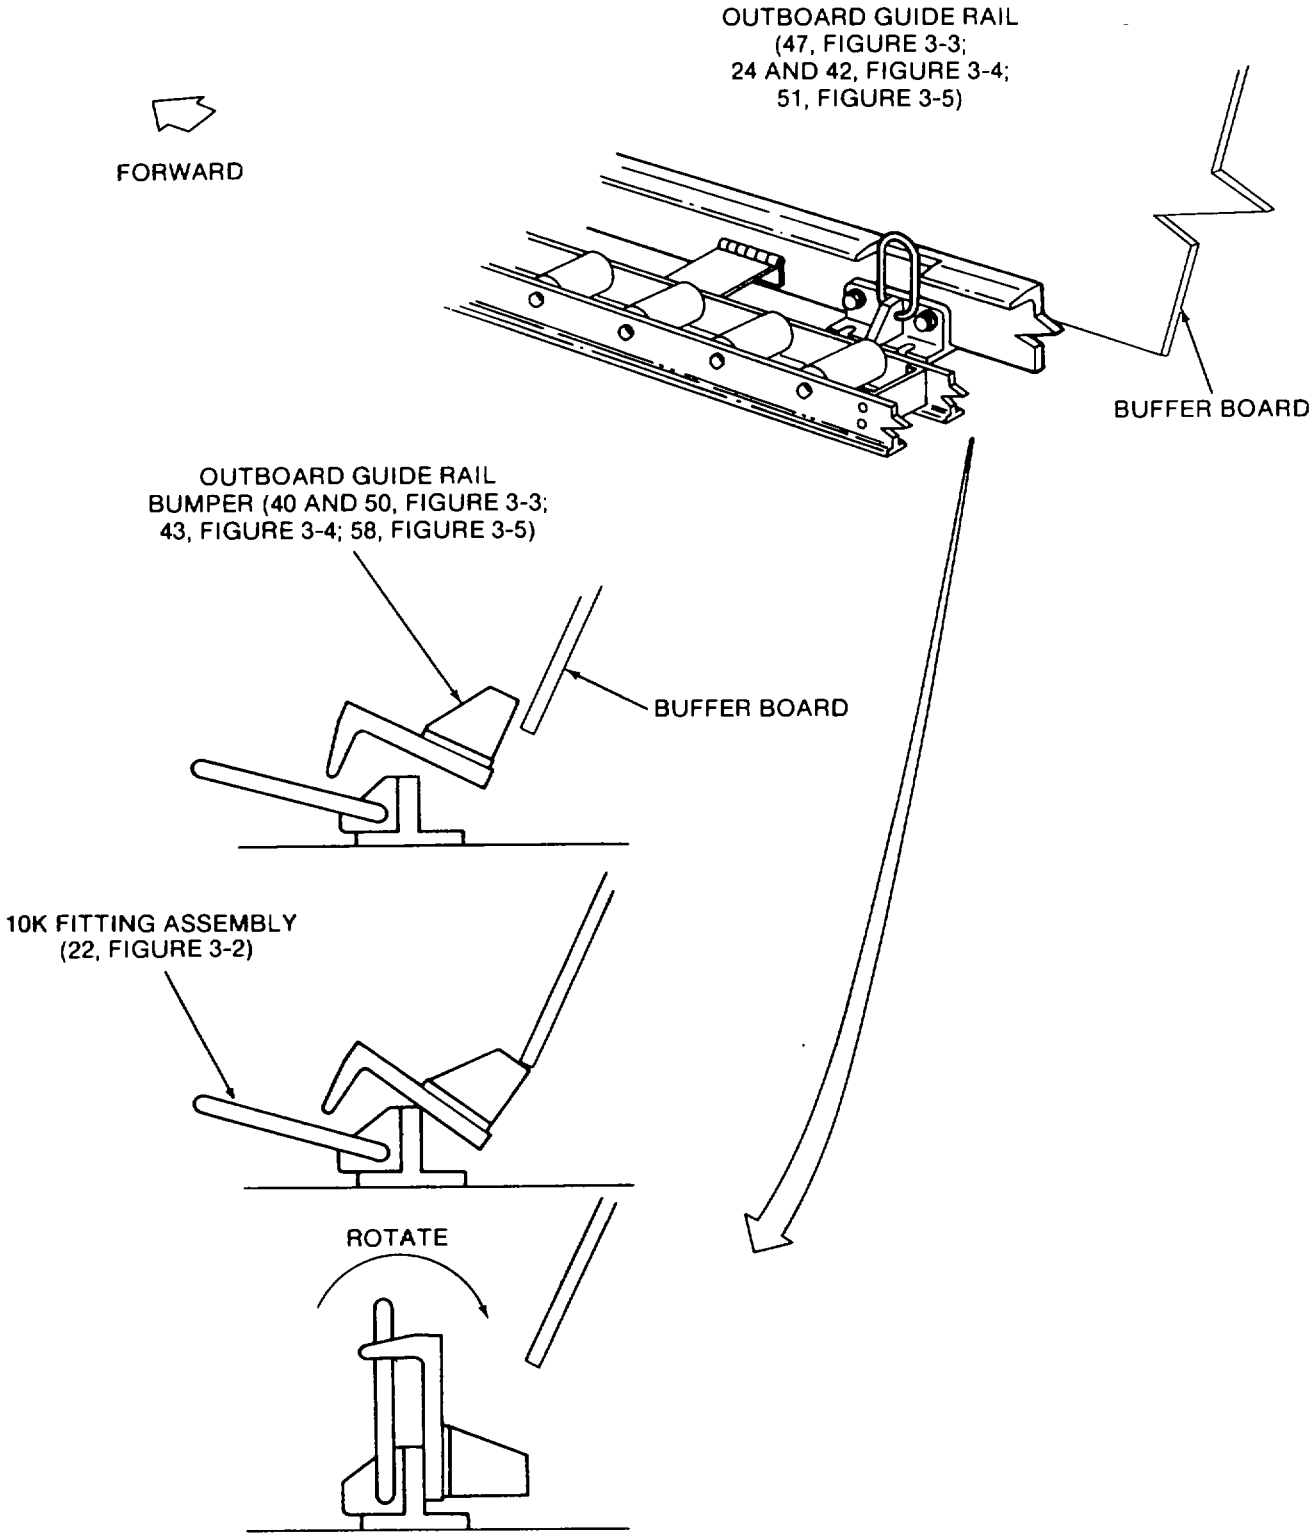

**Figure 2-5. Typical Rail Installation**
(b) Angle outboard guide rail (47, Figure 3-3; 24 or 42, Figure 3-4; or 51, Figure 3-5) such that bumper is clear of or just touching buffer board (Figure 2-5). The buffer board may be trimmed, as required, for installation clearance.
(c) Rotate outboard guide rail (47, Figure 3-3; 24 or 42, Figure 3-4; or 51, Figure 3-5) outboard to vertical. Some fore and aft movement may be necessary to do this if interference occurs (Figure 2-5).
(d) Attach both outboard rail/roller assemblies (1 and 2, Figure 3-2) to the two forward 10k fitting assemblies (22), at station 240.000. Refer to Figures 2-5 and 2-6.
(e) Attach outboard rail/roller assemblies, stations 272.531 to 374.000 (3 and 4) to 10k fitting assemblies (22) at station 320.000. Refer to Figures 2-5 and 2-6.
(f) Attach outboard rail/roller assemblies, stations 373.469 to 487.000 (5 and 6, Figure 3-2) to 10k fitting assemblies (22) at stations 400.00 and 481.780. Refer to Figures 2-5 and 2-6).